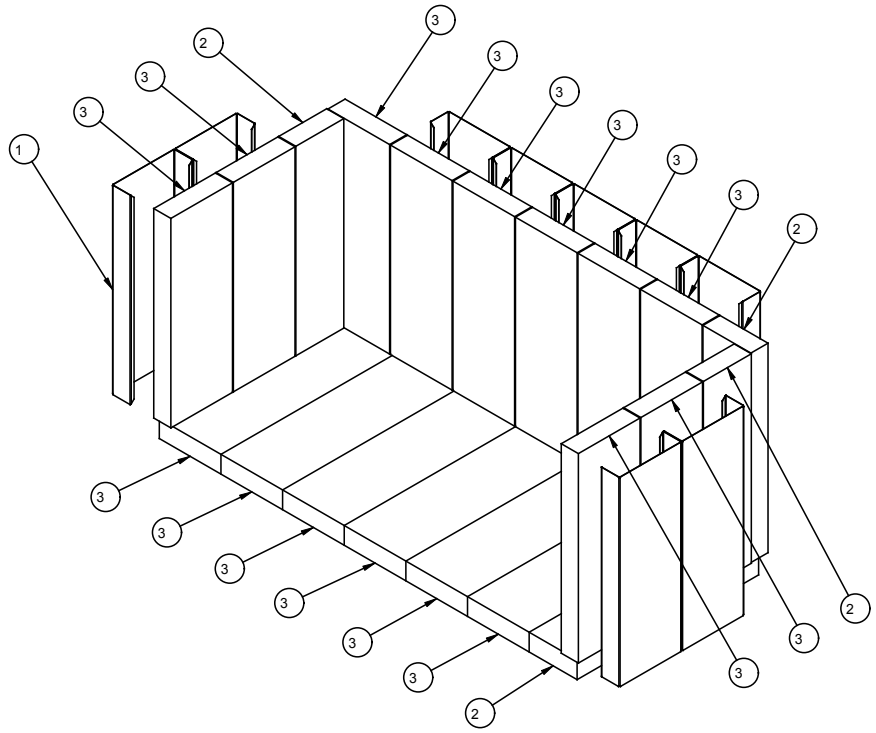

Figure 9.1 Fire Brick Configurations
- Remove new brick set from box and lay out to diagram as shown in Figure 9.1.